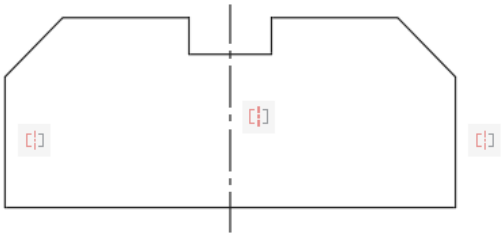

Figure 1-11 *The Symmetric constraint symbol*
12. Select the centerline as the symmetry line; the vertical lines become symmetric to the centerline and the symmetric symbol is displayed, as shown in Figure 1-11. Note that in this figure, other constraints are hidden for clarity.